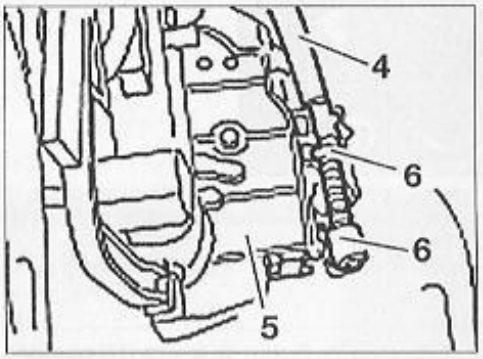

FIG. 53
• Écarter le support (2), puis débrancher le câble (4) de la serrure de la porte (5) en ouvrant les retenues (6) (Fig.53).